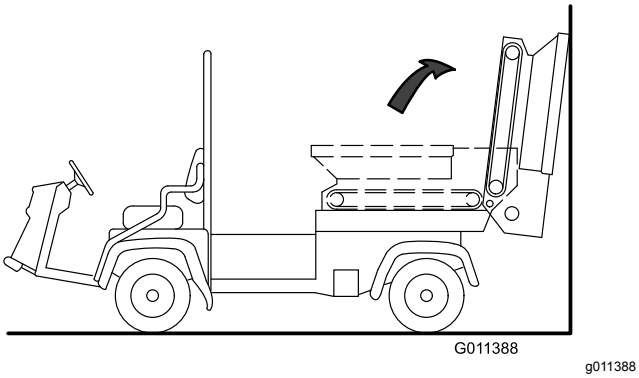

Figur 33
5. Vipp beholderen bakover, og len den mot en vegg, stige eller lignende. Ikke la beholderen hvile mot maskinens bakside, da dette kan skade børsten eller hydraulikkoblingene (Figur 33).
Viktig: **Påse at beholderen er vippet forbi midten og/eller festet til en vegg eller stolpe for å forhindre at den faller ned på arbeidsområdet (Figur 33).**